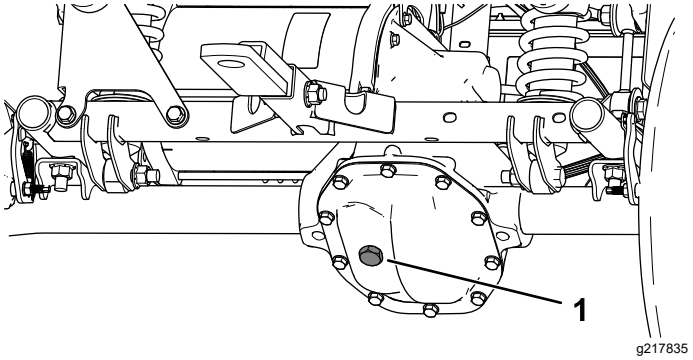

**Figur 50**
4. Fjern påfyldningsproppen på transakslen (Figur 50).
5. Hvis væskestanden er lav, skal du fjerne påfyldningsproppen og påfylde den angivne væske, indtil den løber ud af hullet (Figur 50).
4. Fjern påfyldningsproppen på gearkassen, og påfyld gearkassen med den angivne væske, indtil den løber ud af påfyldningshullet (Figur 50).